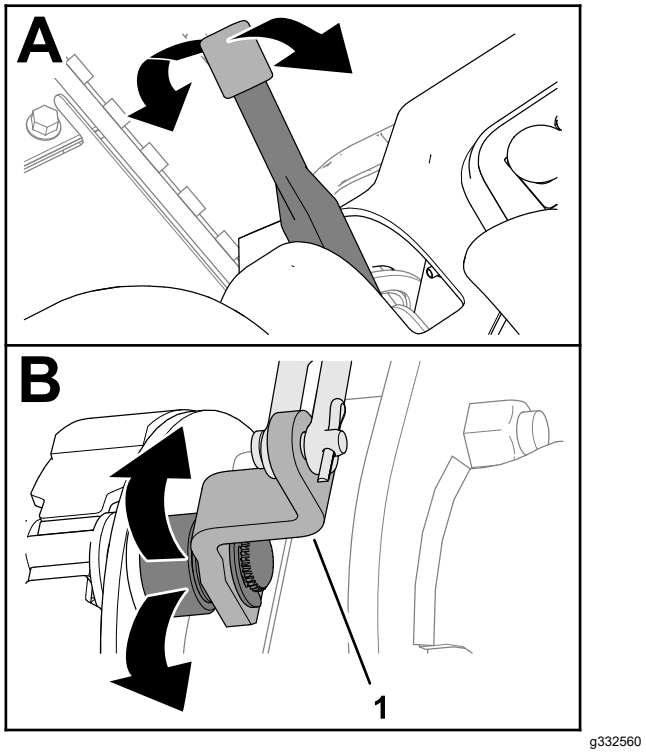

**Figur 69**
2. Flytt parkeringsbremsen opp og ned for å sjekke at spaken for bremskamspaken beveger seg fritt (Figur 69).